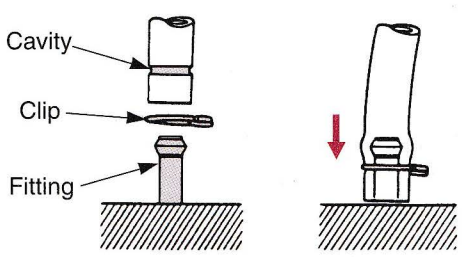

Figure 4-42. Installing a hose clip. (Honda Motor Co., Ltd.)
- Rubber hoses (fuel, vacuum, or coolant) should be installed so the end is bottomed onto its fitting. This allows adequate area for the hose clip to grip the hose, **Figure 4-42.**